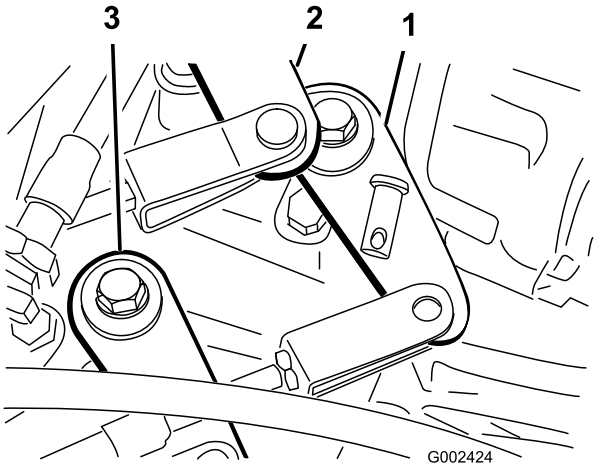

**Figur 52**
2. Fjern gaffelboltene, der fastgør gearkablerne til gearkassens geararme (Figur 52).
1. Fjern gaffelboltene, der fastgør kablet til højt-lavt hastighedsområde til gearkassen (Figur 52).